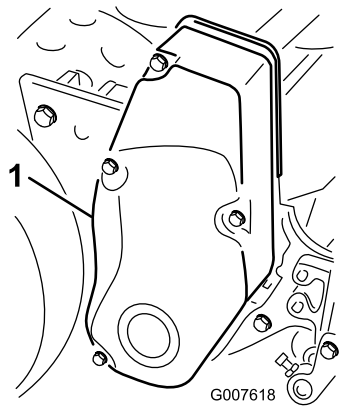

Figur 28
1. Afmonter remskærmens monteringsskruer og remskærmen for at frilægge remmen (Figur 28).